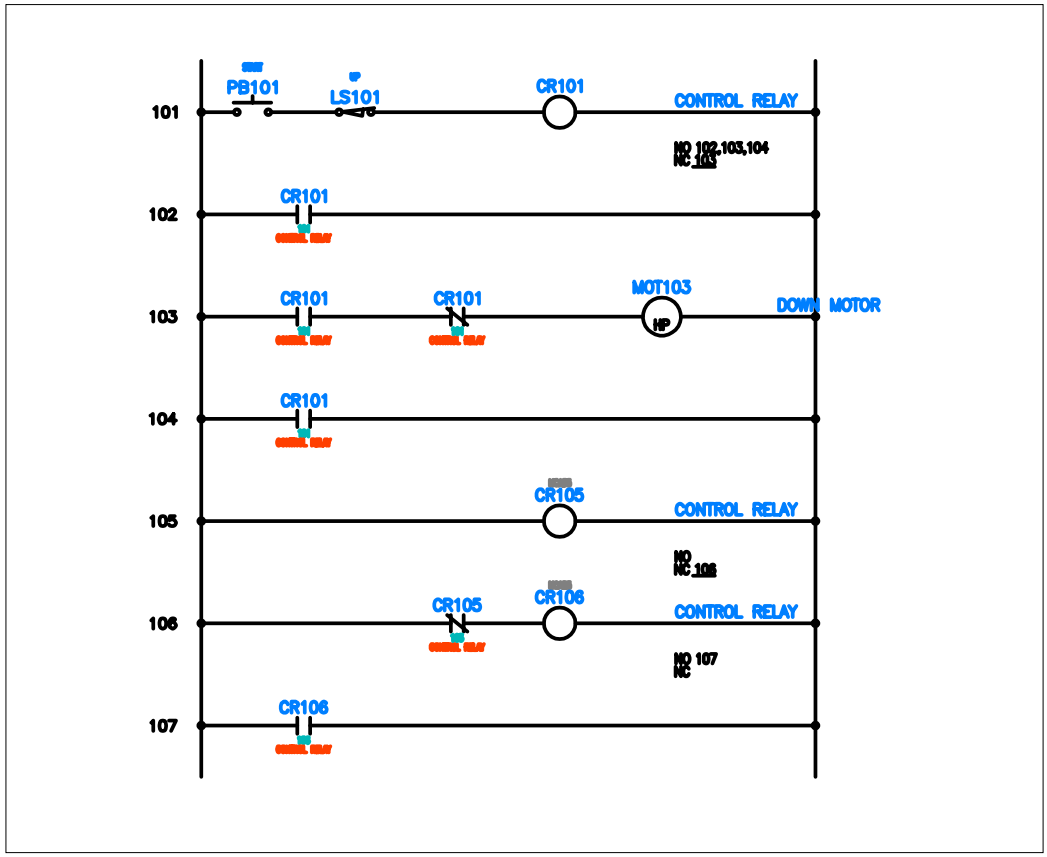

Figure 6-58 The updated drawing
3. Choose the **Skip** button from the **Update Related Components?** message box; the location codes are assigned to the selected components. If the **QSAVE** message box is displayed, choose the **OK** button from it; the drawings get updated and MCAB5 is displayed on the CR105 and CR106, as shown in Figure 6-58.